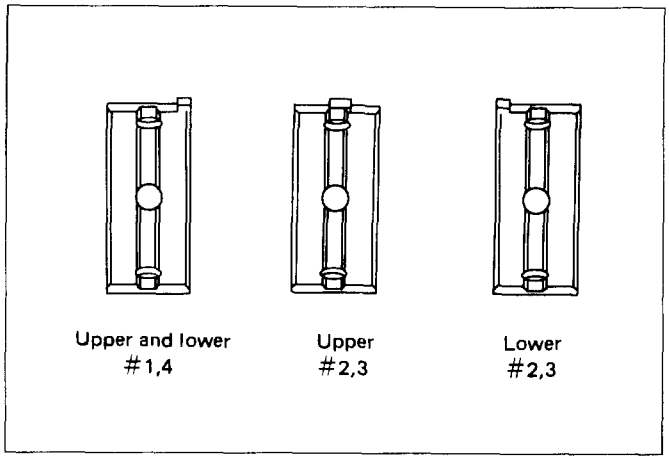

Fig. 6A1-72
- Install main bearings in the cylinder block and main bearing cap respectively. (Fig. 6A1-72)